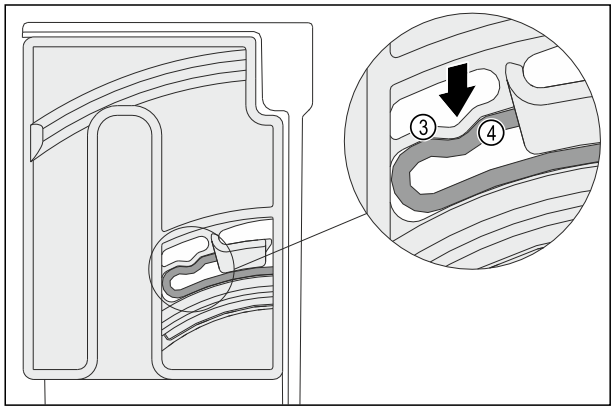

*Fig. 147*
▷ El elemento elástico *Fig. 147 (3)* de la unidad giratoria encaja de forma audible en la forma redonda de la aleta *Fig. 147 (4)*.